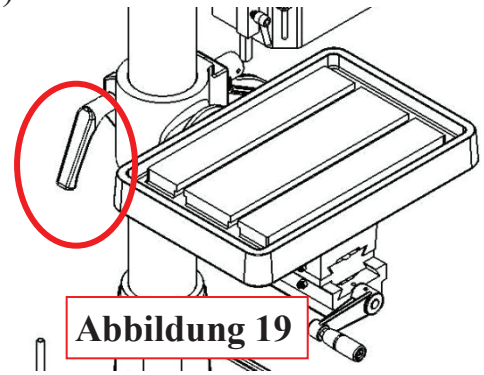

Abbildung 19
(1) Lösen Sie zunächst den Klemmgriff auf der linken Seite **(Abbildung 19)**
(3) Ziehen Sie schließlich den Klemmgriff fest. **(Abbildung 19)**